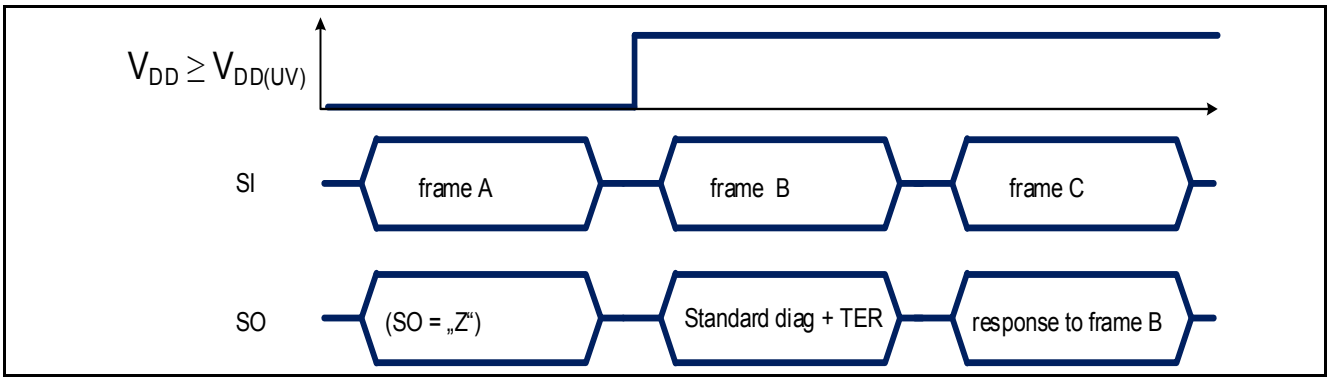

Figure 46 TLD5541-1 response after coming out of Power-On reset at V_{DD}
- when TLD5541-1 logic supply comes out of an Undervoltage reset condition ($V_{DD} < V_{DD(UV)}$ as shown in Figure 46 or EN/INUVLO < $V_{EN/INUVLOth}$)